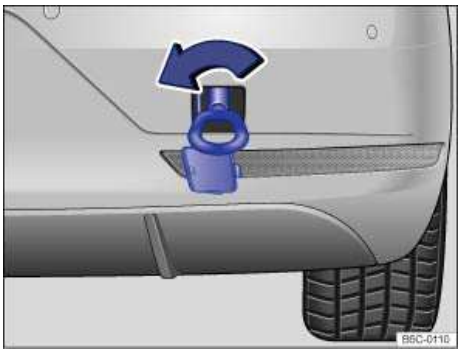

Fig. 185 In the right rear bumper: Installing the towing eye.
There is a threaded hole for the towing eye in the right rear bumper behind a cover ⇒ fig. 185, ⇒ .
- Screw the towing eye **counterclockwise** into the threaded hole as far as it will go (arrow) ⇒fig. 185 ⇒ ⓘ. Use the lug wrench to turn and tighten the towing eye completely and securely.